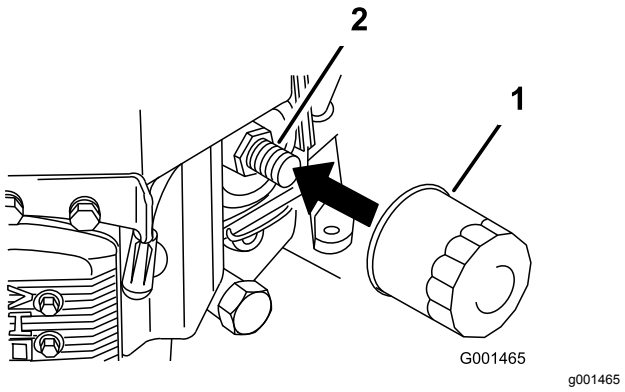

**Figuur 37**
2. Verwijder het oude filter (Figuur 37).
3. Smeer een dun laagje schone olie op de rubberen pakking van het nieuwe filter (Figuur 37).
4. Plaats het nieuwe filter op het filtertussenstuk, draai het oliefilter rechtsom totdat de rubberen pakking contact maakt met het filtertussenstuk. Draai het filter vervolgens nog een extra 3/4 slag vast (Figuur 37).